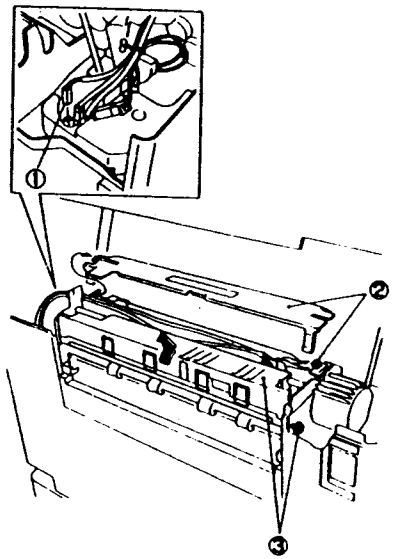

Рис. 2 NZM-0115
4. (Рис. 2): Отсоедините находящийся сзади разъем P/J117 выходного датчика фьюзера и снимите крышку фьюзера и узел пальцев отделения.
①. Отсоедините P/J117.
②. Ослабьте винт и снимите крышку фьюзера.
③. Ослабьте винт и снимите узел пальцев отделения.